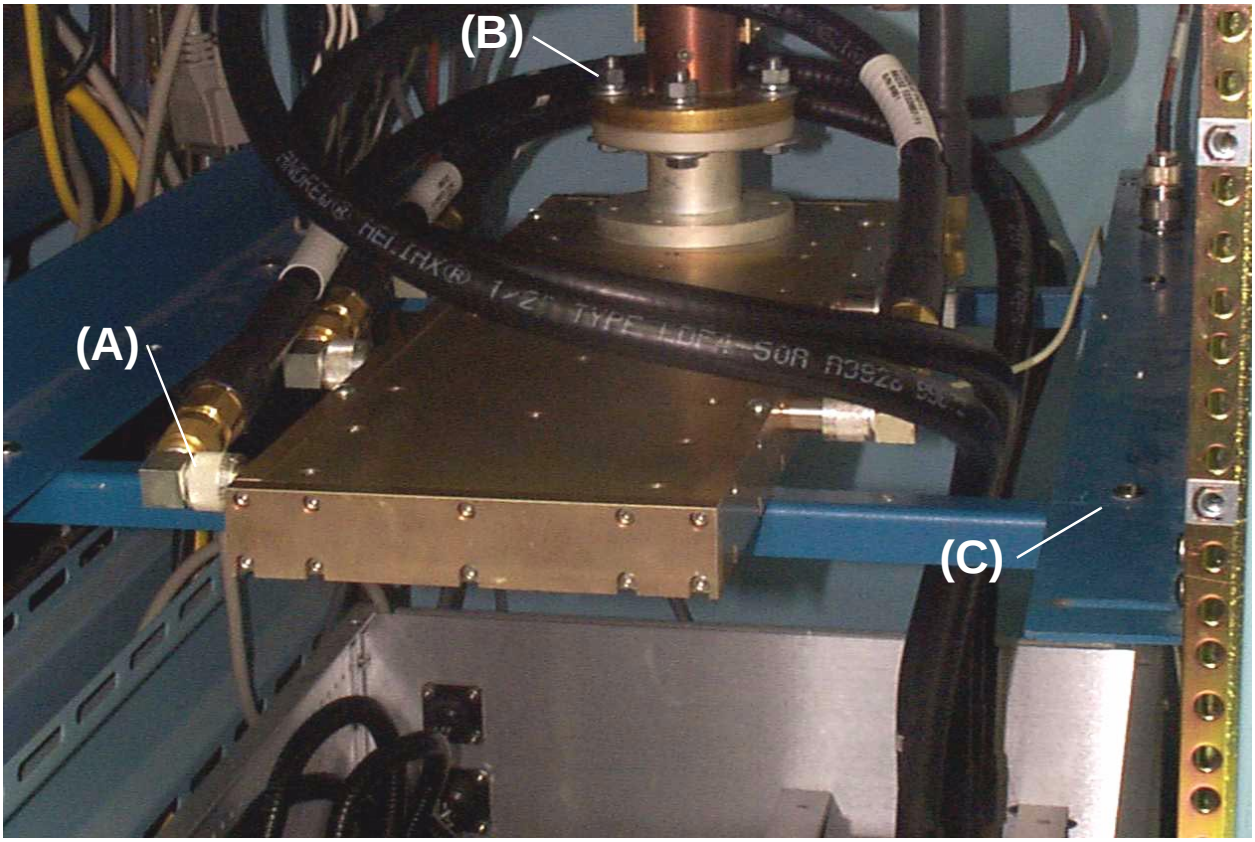

Figure 5-14 5-Way Power Divider Replacement
3. Disconnect the five Power Feed Cables from the 5-Way Power Divider [point (A) in Figure 5-14].
4. Remove the four bolts that fasten the Directional Coupler to the 5-Way Power Divider [point (B) in Figure 5-14].
5. Remove the four bolts that attach the 5-Way Power Divider support rails to the BSU Cabinet rails [point (C) Figure 5-14]. Support the 5-Way Power Divider from below and disconnect the 5-Way Power Divider from the Dual Directional Coupler. Remove the 5-Way Power Divider from the BSU Cabinet.
9. Attach the 5-way Power Divider to the Directional Coupler, verify that the center conductor and nylon spacer are properly seated in the flange [point (B) of Figure 5-14]. Install and tighten the four flange mounting bolts.
10. Attach the 5-Way Power Divider support rails to the BSU rack rails [point (C) Figure 5-14].
11. Connect the five Power Feed Cables to the 5-Way Power Divider [point (A) in Figure 5-14]. **Make sure the Power Feed Cables are re-connected to the same ports of the 5-Way Power Divider that they were removed from!**